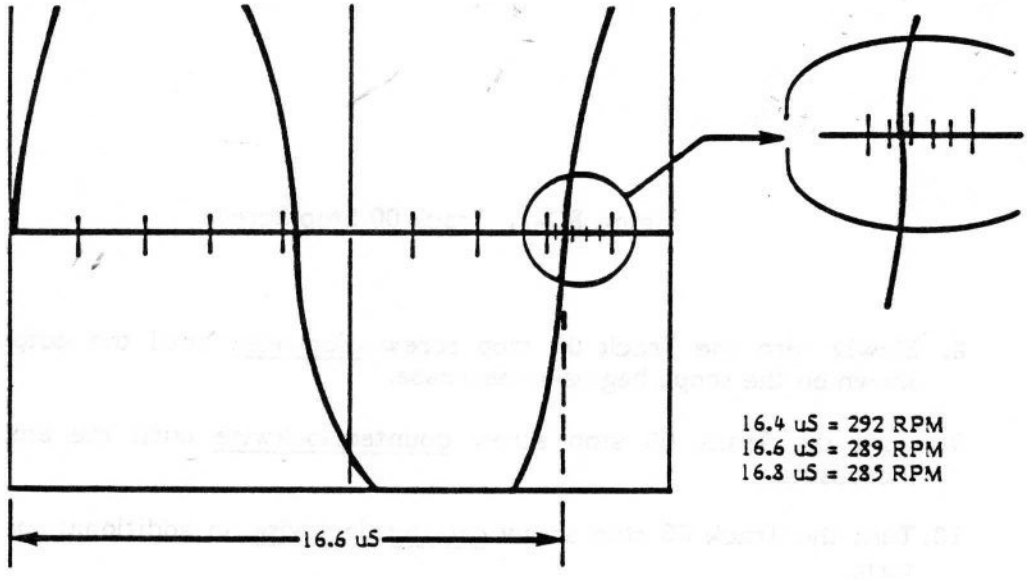

Figure 8C-6 Speed Adjustment Waveform
4. When the scope is properly adjusted, a 60.2 KHz waveform similar to Figure 8C-6 appears on the screen.